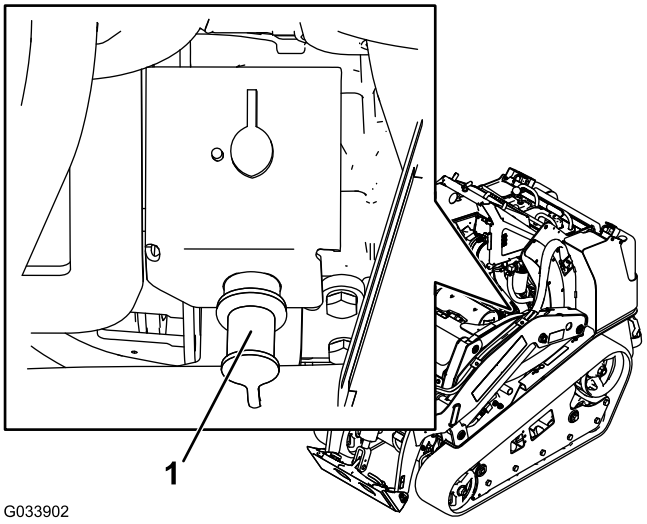

**Rysunek 51**
2. Zdjąć osłonę z bieguna rozruchowego (Rysunek 51).
3. Podłącz jeden koniec dodatniego (+) przewodu rozruchowego do bieguna rozruchowego (Rysunek 51).